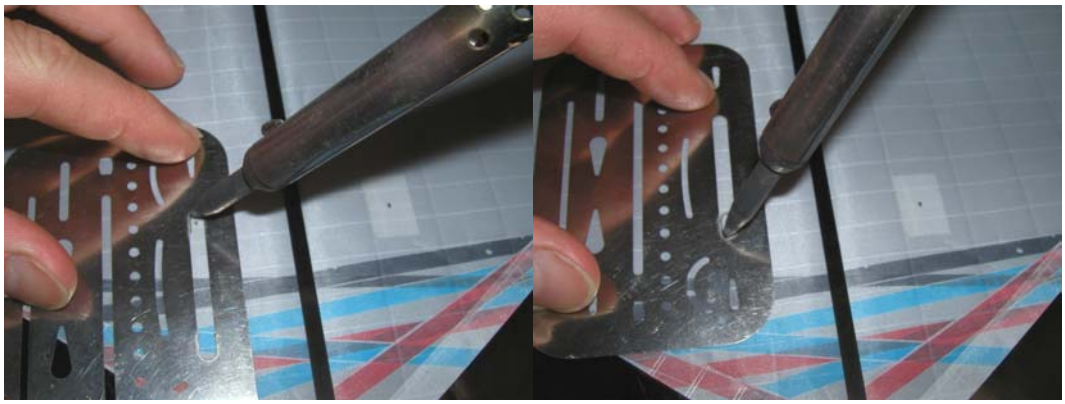

Figure 26: Cutting the holes for the bridle.
30. Using an eraser guide template (from instructor), cut small oval holes centered on the dots. You will have to turn the eraser guide template around to do both ends of the oval. See Figure 26